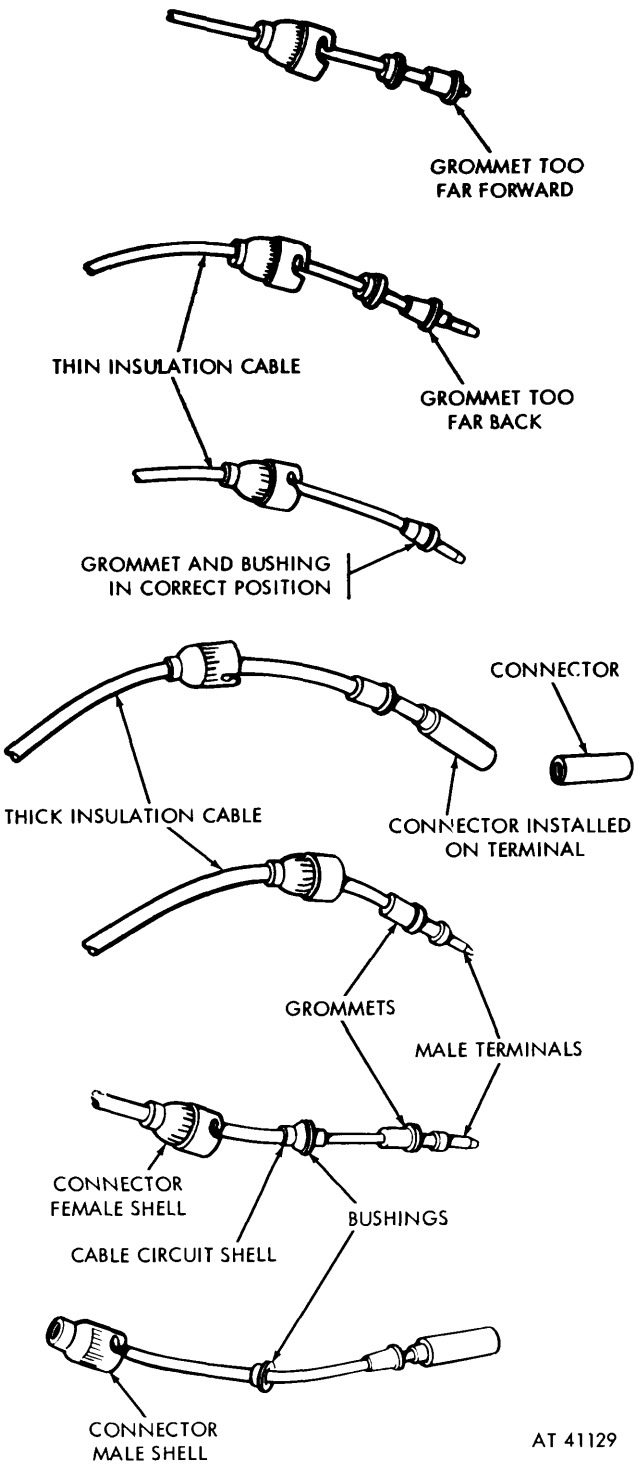

Figure 4-8. Cable connectors.
a. Removal. Disconnect the taillight cables from the wiring harness at the bell-type connectors (figs. 4-8 and 1-8). After removing the split rubber grommet from the frame side member pull the leads through the hole one at a time. Remove the two capscrews, the two split-type lockwashers, and the two tooth-type lockwashers holding the light to the taillight bracket.
b. Installation. Position the taillight against the taillight bracket so that the lettering on the face of the door is down. Place the split-type lockwashers on the capscrews and insert the screws through the bracket. Place the two tooth-type lockwashers on the screws so that they will be between the bracket and light. Tighten the two screws into the back of the light. Push the taillight cables through the holes in the frame side members and connect them to the wiring harness by coupling the connectors (fig. 4-8). Connect the cables so that the numbered band on the taillight cable corresponds to the band on the harness cable. Insert the rubber grommet into the hole in the frame side member.
b. Installation. Thread the wiring harness. taillight bell-type connectors first, through the openings in the frame cross members, starting at the large hole at the right front corner of the frame. Insert two of the rubber grommets into their positions in the cross member frame holes. The grommets are split so that they will slip over the cables. Slip the harness clips over the harness cables and fasten the clips to the frame with the screws, lockwashers, and hex nuts. Fasten the taillight cables to the harness by coupling the connectors and twisting them to the locked position. In fastening the connectors make sure that the terminal connector grommet is position so that it just covers the terminal shoulder. This position is illustrated in figure 4-8.